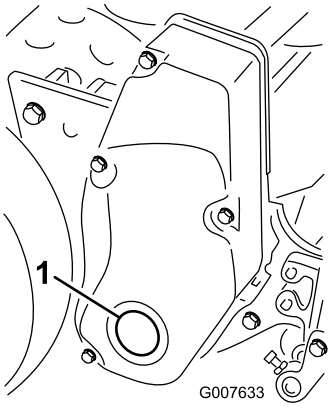

Figur 50
1. Afmonter proppen i knivcylinderdrevets højre skærm (Figur 50).